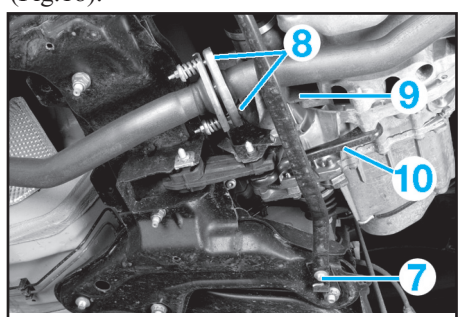

Fig.18
Déposer la biellette anti-basculement (10) (Fig.18).